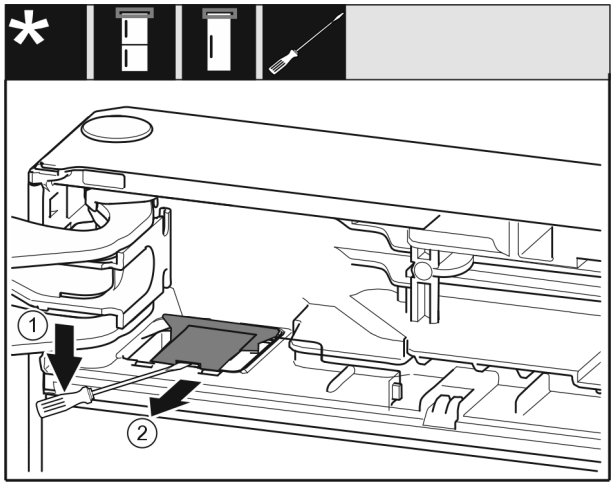

Fig. 10
▶ Plochým šroubovákem uvolněte kryt *Fig. 10 (1)*.
▶ Vyjměte kryt *Fig. 10 (2)*.